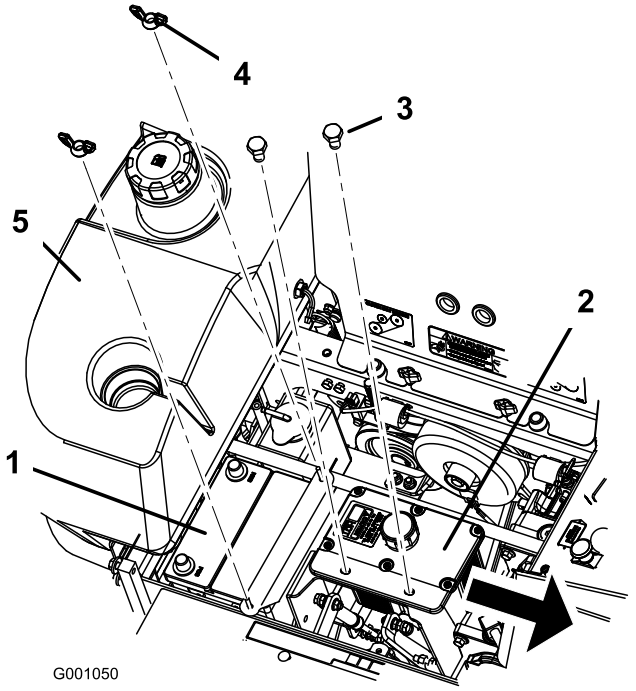

Figur 54
6. Fjern vingemutrene (1/4 tomme) som fester batteriklemmen (Figur 54).
7. Fjern boltene som holder den hydrauliske tanken (Figur 54).
1. Plasser batteriet med polene vendt bort fra den hydrauliske tanken (Figur 54).
6. Fest batteriet med J-bolter, batteriklemmen, to skiver (1/4 tomme) og to vingemutre (1/4 tomme) (Figur 54).